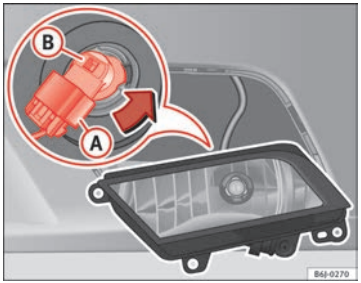

Fig. 150 Farol de nevoeiro
– Retire o conector ⇒ Fig. 150 (A) da lâmpada.
– Rode o porta-lâmpadas ⇒ Fig. 150 (B) para a esquerda e puxe. ▶